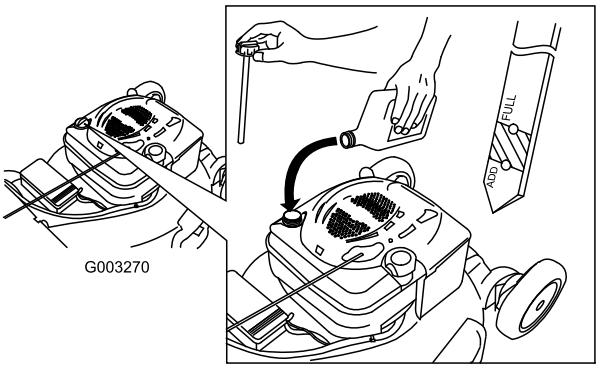

Rysunek 6
2. Wyjmij wskaźnik poziomu (Rysunek 6) i napełnij skrzynię korbową w około 3/4 olejem, wlewając go do rury wlewu oleju.
5. Wyjmij wskaźnik oleju i odczytaj poziom oleju na nim; patrz Rysunek 6.
- Jeśli poziom oleju jest zbyt niski, dodaj powoli małą ilość oleju do rury wlewu oleju, a następnie powtarzaj kroki od 3 do 5 do chwili, gdy poziom oleju będzie prawidłowy, zgodnie z Rysunek 6.